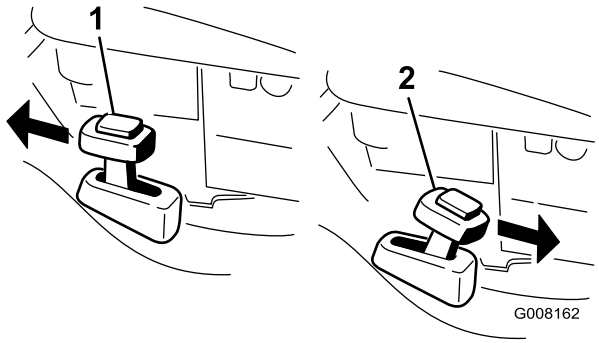

Figure 19
2. Press the button on top of the Recycling/bagging lever and move the lever to the **recycling** mode (Figure 19).
2. To bag the grass clippings, install the grass bag (refer to Installing the Grass Bag). Press the button on top of the Recycling/bagging lever and move the lever to the **bagging** mode (Figure 19).
Note: The Recycling/bagging lever should be in the **bagging** mode (Figure 19).